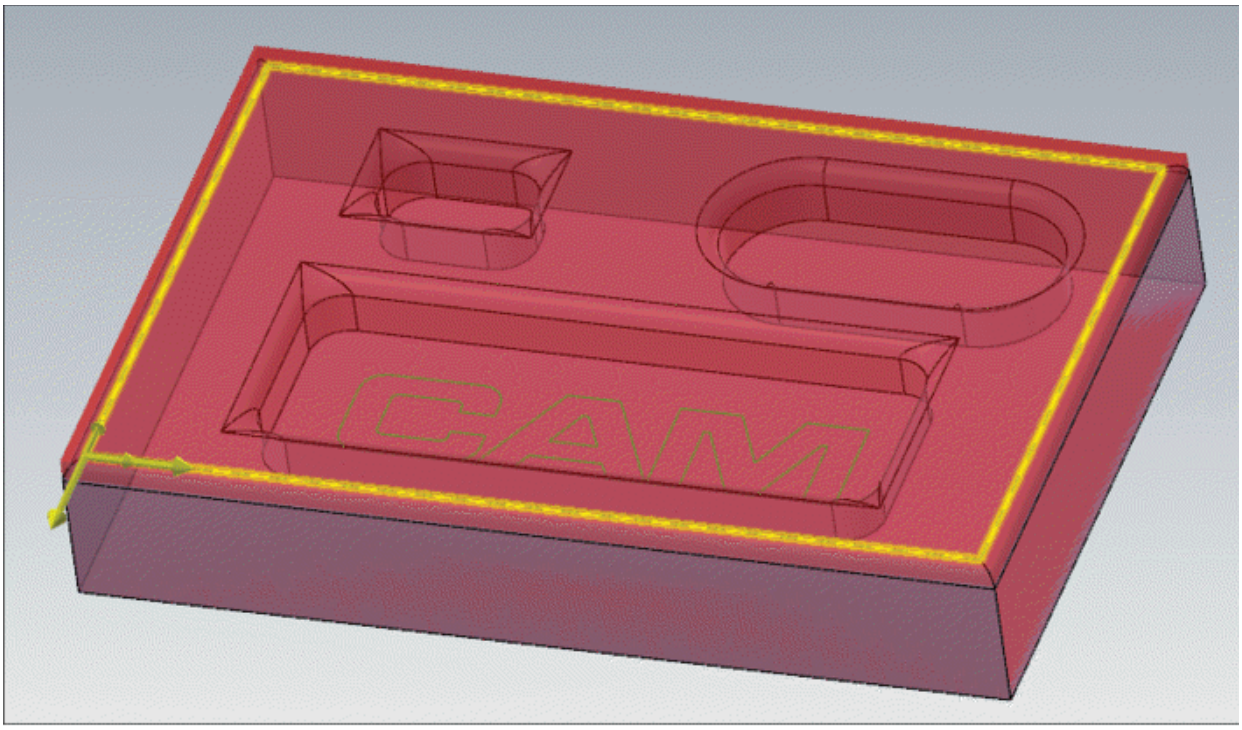

Figure-8. Edge chain selected
- Select the outer edges of the model or top flat face of model as shown in Figure-8.